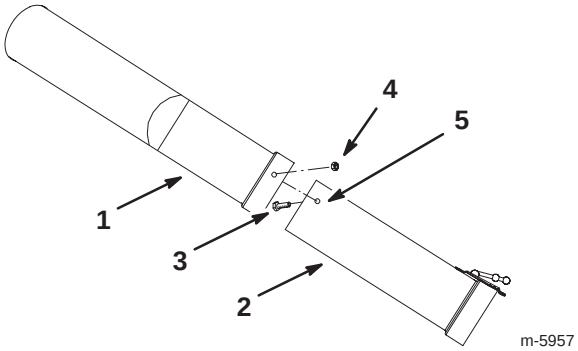

Bild 16
8. Markieren Sie die Lochpositionen auf dem mittleren Rohr (Bild 16). Verwenden Sie hierfür das obere Rohr als Schablone.
10. Bohren Sie drei Löcher mit einem Durchmesser von 9/32 Zoll in das mittlere Rohr (Bild 16).
11. Montieren Sie das mittlere und obere Rohr mit drei Schlossschrauben (1/4 x 3/4 Zoll) und drei Sechskantbundmuttern (1/4 Zoll) (Bild 16).